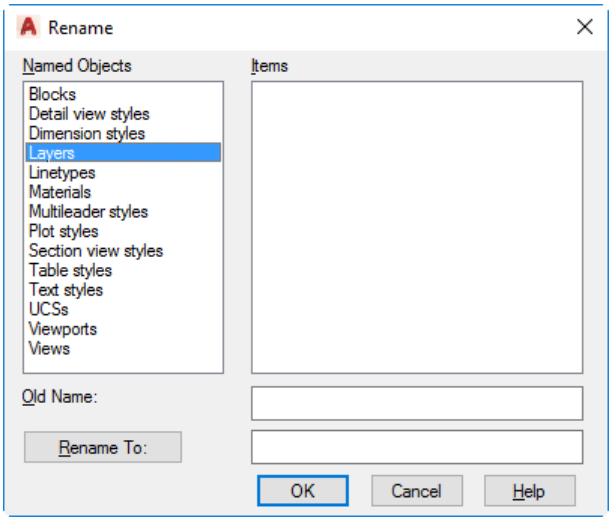

Figure 19-27 *The **Rename** dialog box*
1. Enter **RENAME** at the Command prompt and then press ENTER; the **Rename** dialog box will be displayed, as shown in Figure 19-27.